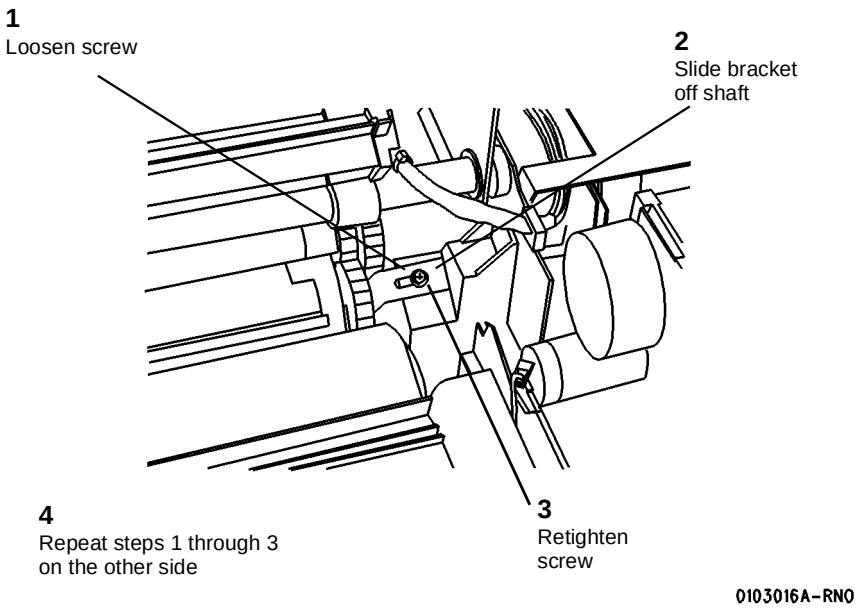

**Figure 6 Disengaging the Shipping Brackets**
9. ( Figure 6): Disengage the Developer Module shipping brackets.